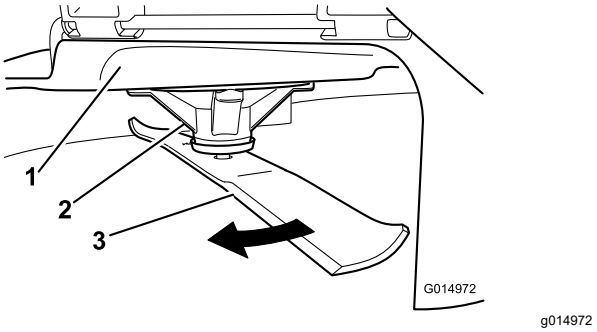

Figur 103
2. Ta på tykke arbeidshansker eller annet hensiktsmessig håndvern og sakte roter kniven som skal måles, til en stilling som gjør det mulig å måle avstanden mellom kniveggen og den plane overflaten maskinen står på (Figur 103).